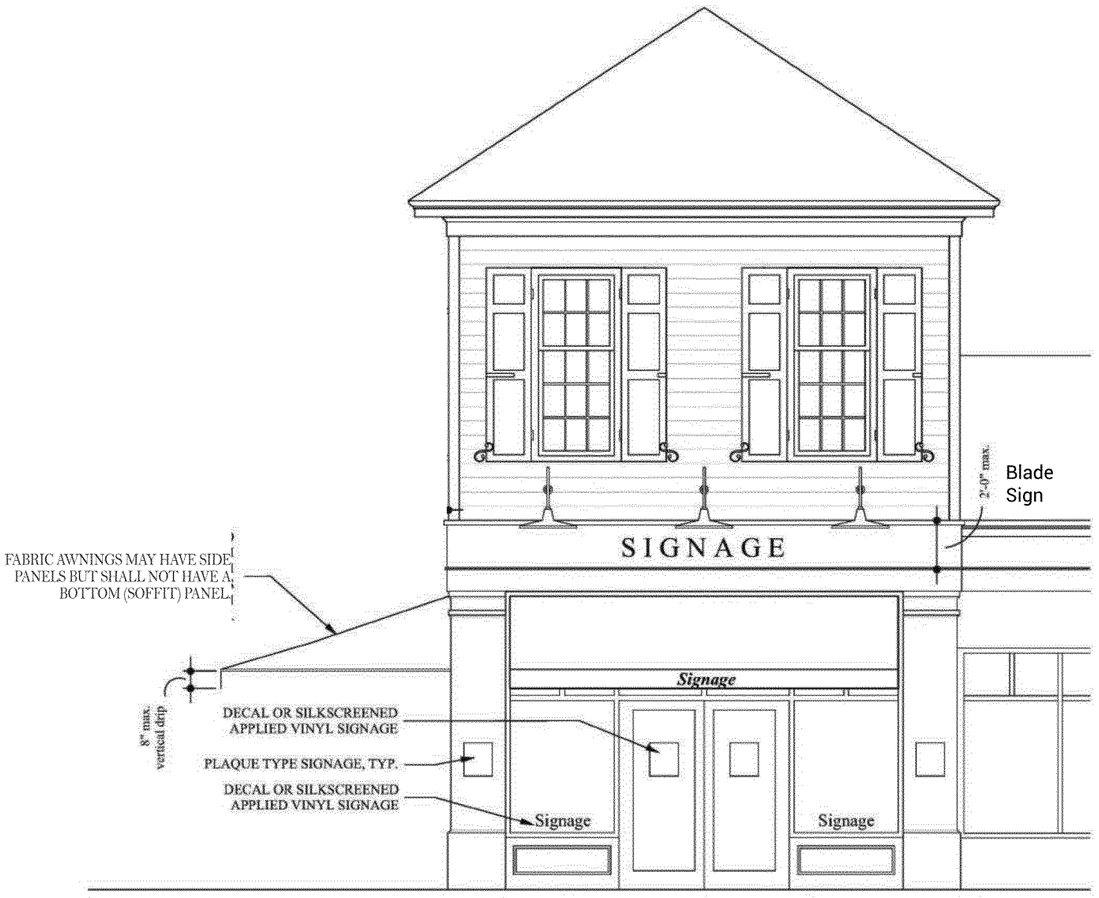

*Figure 3*
7. Individual retail or office signage is encouraged to create visual interest for the pedestrian. See Figure 3.
8. A single external wall sign may be applied flush with the elevation above the ground-floor level. The sign shall be a maximum of 24" in height but otherwise consistent with the PDO. See Figure 3.
12. Fabric awnings may have side panels but shall not have a bottom (soffit) panel. The vertical drip of an awning may be stenciled with signage a maximum of 8" in height. Awnings shall not be backlit. See Figure 3.